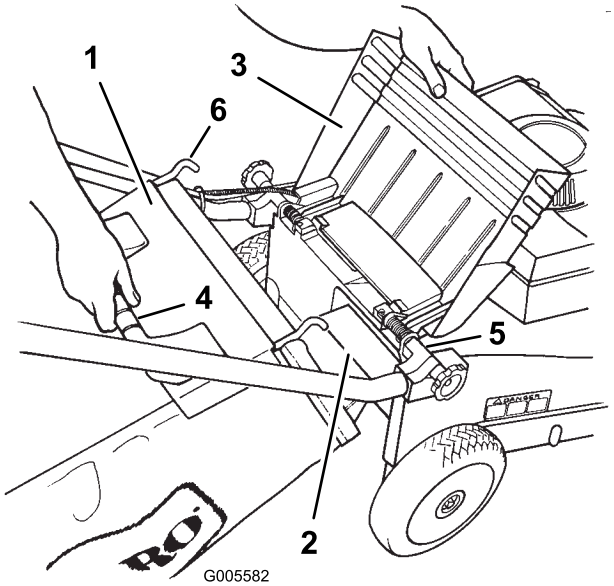

Figuur 15
2. Open het afvoerdeurtje, schuif het oploopstuk dat aan de zak is bevestigd, in de afvoeropening en haak het zakframe aan het ronde gedeelte van de bevestigingsbeugels (Figuur 15).